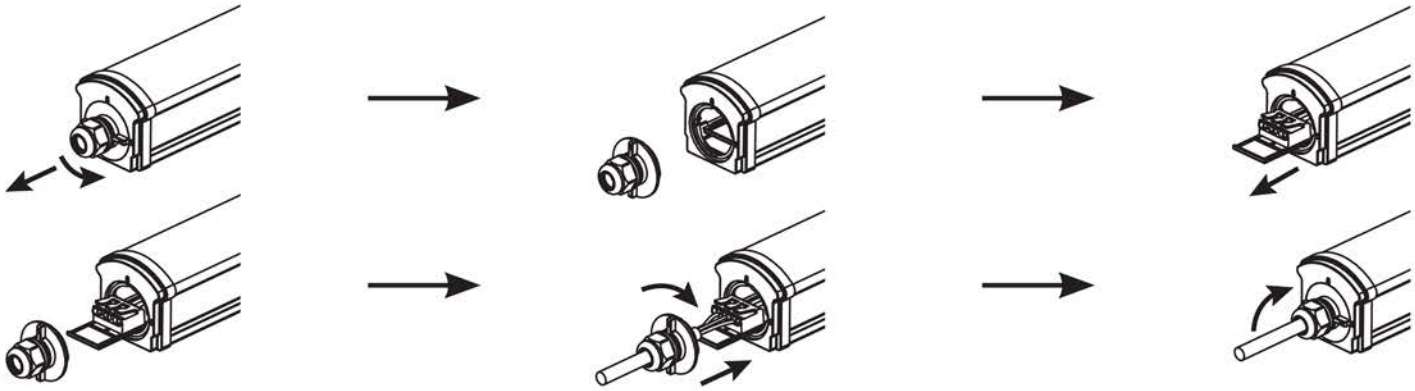

Рис. 2
6.2 Подключение светильника (рисунок 2):